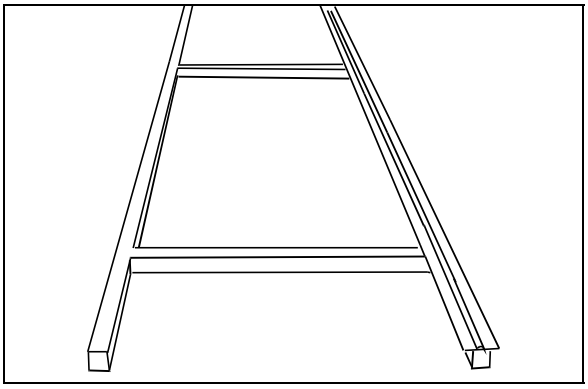

FIGURE 40: SUPPORT RAIL INSTALLATION 06501
2. Set the support rail (Prévost #29261) down (Fig. 40). Using shims, adjust its level to stabilize it.
1. Set the support rail (Prévost #29261) down (Fig. 40). Using shims, adjust its level to stabilize it. Use previous reference marks to ensure proper positioning.